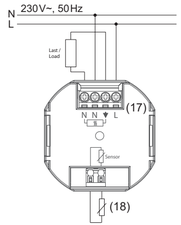

Figure 6: schéma de branchement
- Raccorder le régulateur conformément au schéma de branchement (figure 6).
- Raccorder la sonde de température conformément au schéma de branchement (fig. 6, 18).